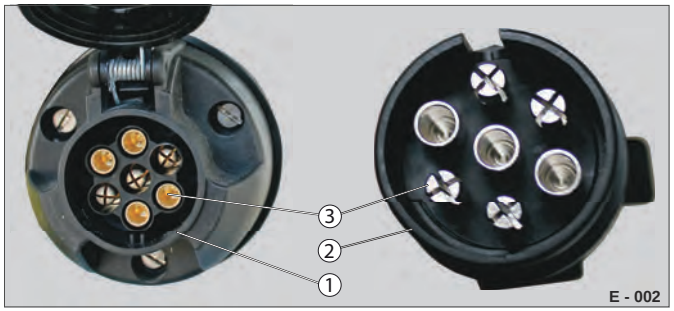
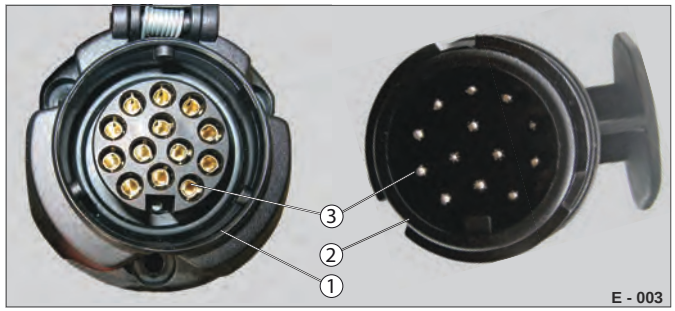

Fig. 2 Stik 7-polet (kun STEELY)
Fig. 3 Stik 13-polet
▶ Vedligehold om nødvendigt benene (Fig. 2 /3, Fig. 3 /3) i stikforbindelserne med kontaktspray.
▶ Forbind stikket (Fig. 2 /2) fra anhængeren med stikdåsen (Fig. 2 /1) på trækkøretøjet.
Det 13-polede stik med komplet tilslutning (Fig. 3 /2) anvendes til køretøjer med batteri til elektrohydraulikken.